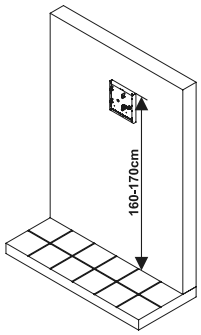
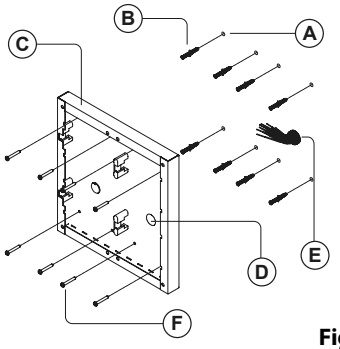

Fig. 62
Fig. 63
4. After the 3rd beep remove the short, as shown in **Fig.62**.
2. Put a short across terminals **g** & **8** on the back of the GSM module, as shown in **Fig.63**.
1. Place the surface box against the wall (165-170cm between the top of the box and the floor level as shown in **Fig.62**), mark the fixing holes Ⓐ for the wall plugs Ⓑ and the hole for the cables Ⓔ **(Fig.63).** Observe the orientation of the box with the hinge on the left;
2. As shown on **Fig.63,** drill the fixing holes Ⓐ, insert the wall plugs Ⓑ and feed the cables Ⓔ through the surface box opening Ⓓ, fix surface box Ⓒ to the wall using the screws Ⓕ;
1. Protect the module support frame fixing holes from dust then embed the back box into the wall (165-170cm between the top of the box and the floor level as shown on the **Fig.62**) feeding the cables Ⓔ **(Fig.63)** through a previously opened hole in the box. Observe the direction of the box ensuring the hinge is on the left and take care that the box profile is in line with the finished wall profile;